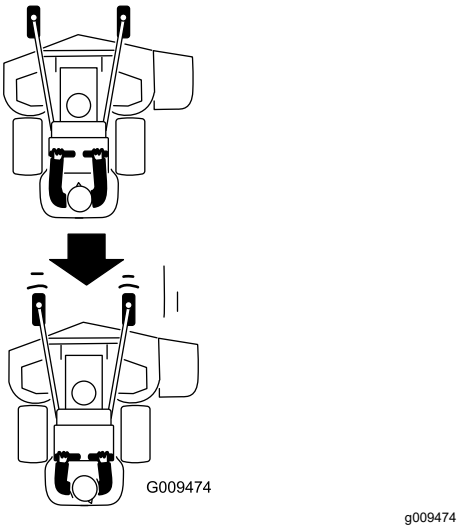

Figura 26
3. Tire lentamente de las palancas de control de movimiento hacia atrás (Figura 26).